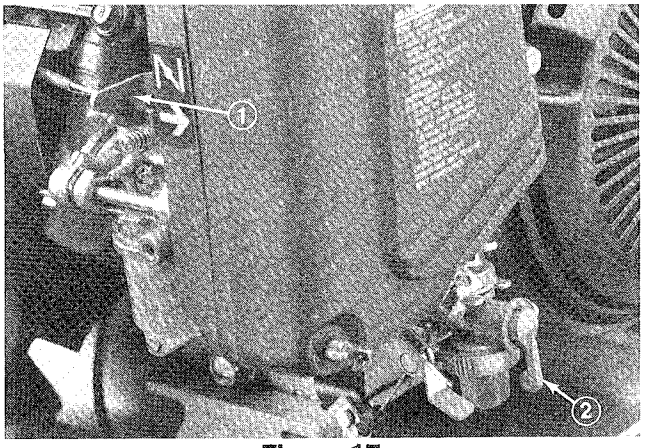

**Figure 17**
**Choke Lever** (Fig. 17) - Located on left front of engine. Lever has two positions: RUN and CHOKE. Move lever to CHOKE position when starting a cold engine. After engine starts move lever to RUN position.
**Fuel Shut-off Valve** (Fig. 17) - Located on left front of engine. Valve has two positions: CLOSED and OPEN. Move lever to closed position when storing or transporting machine. Open valve before starting engine.
2. Open fuel shut-off valve on engine (Fig. 17).
5. Move choke lever (Fig. 17) to half-open position when starting a cold engine. Choke may not be required when starting a warm engine.